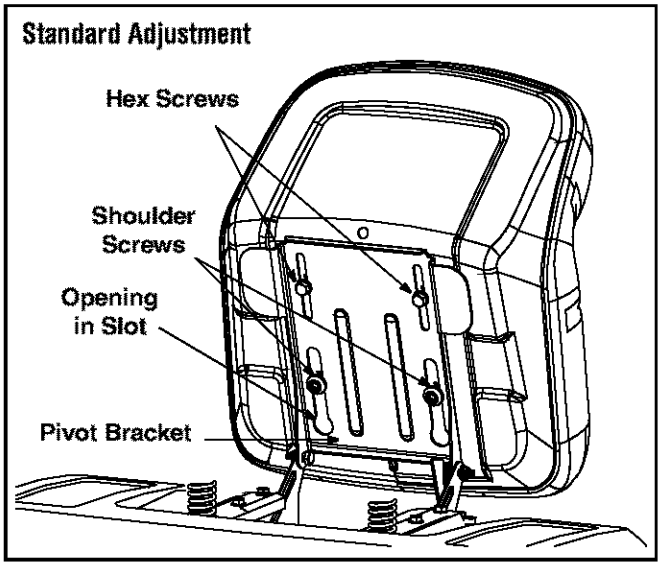
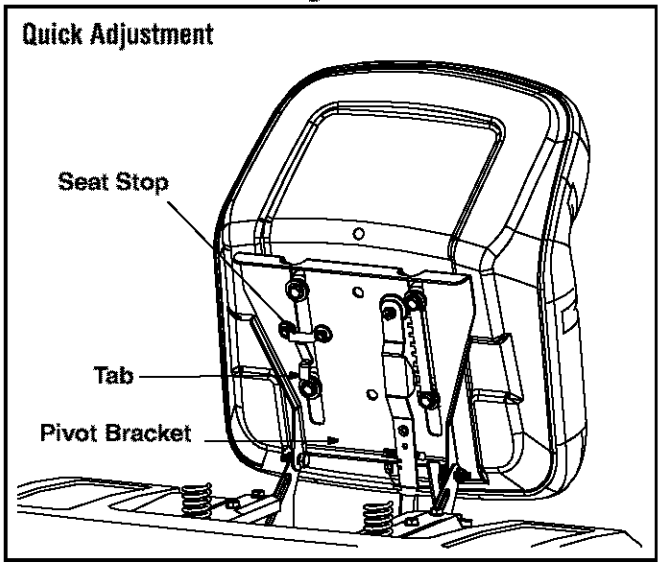
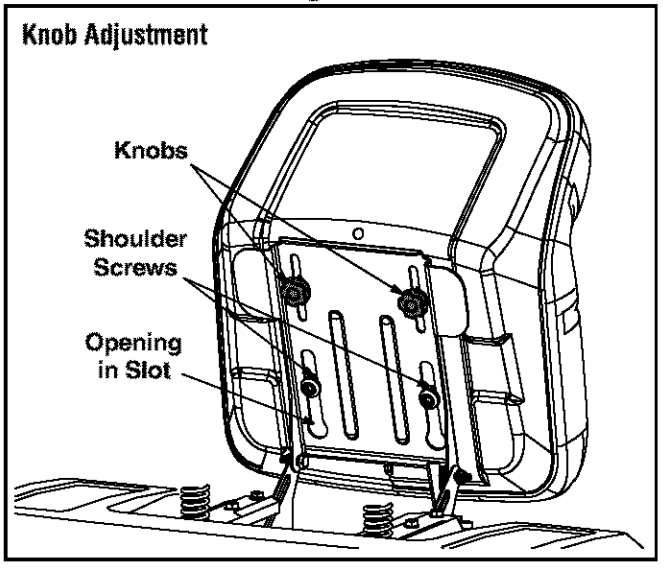

Figure 3
Figure 4
Figure 5
Refer to Figure 3, Figure 4 and Figure 5 to identify which your tractor's seat style and follow applicable instructions below.
1. Position the shoulder screws (found on the base of the seat) inside the slot openings in the seat pivot bracket. Figure 3.
3. Select desired position for the seat, and secure with the two hex screws removed earlier. See Figure 3.
NOTE: *If your seat was shipped mounted backwards on the seat pivot bracket, pull out the tab found on the seat stop and hold it open while sliding the seat off the seat pivot bracket. See Figure 4.*
2. Slide seat in until front seat spacer engages the seat stop. See Figure 4.
1. Position the shoulder screws (found on the base of the seat) inside the slot openings in the seat pivot bracket. Figure 5.
3. Select desired position for the seat, and secure with the two knobs removed earlier. See Figure 5.